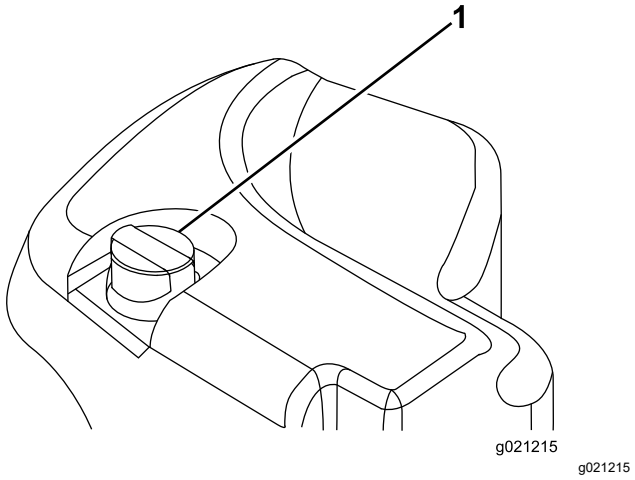

Figuur 99
2. Reinig de omgeving van de vulbuis en de dop van de hydraulische tank (Figuur 99). Verwijder de dop van de vulbuis.